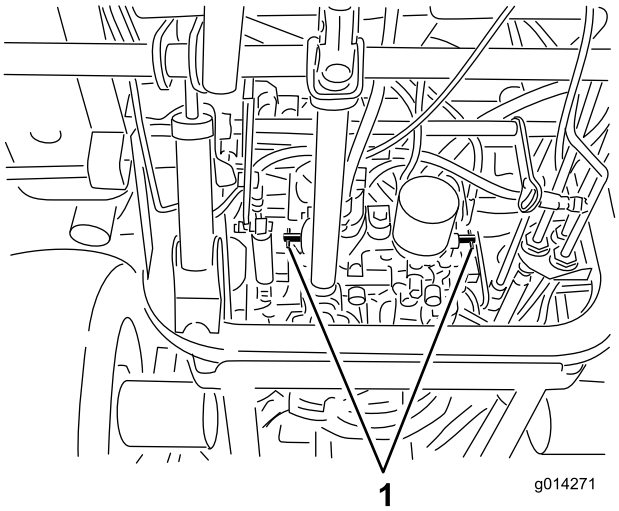

Figur 25
4. Drej hver omløbsventil én omgang mod uret (Figur 25).
Drej begge omløbsventilerne én omgang med uret, og spænd dem med håndkraft (med et moment på ca. 8 N·m) (Figur 25).